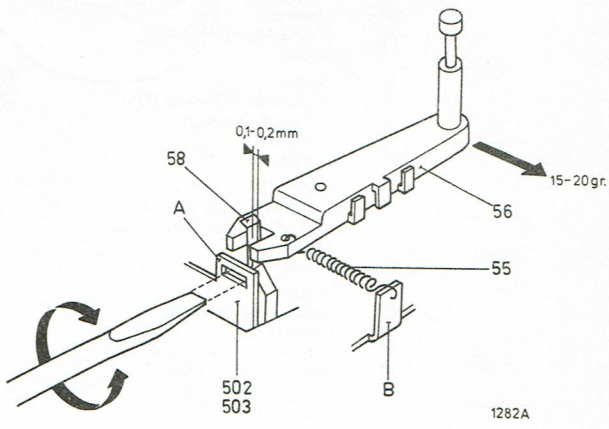

Fig. 14
4. Réglages de la commande de tension de la bande (fig. 14 et 20)
Régler en recourbant la languette A (voir fig. 14).
Régler en recourbant la languette B (voir fig. 14).